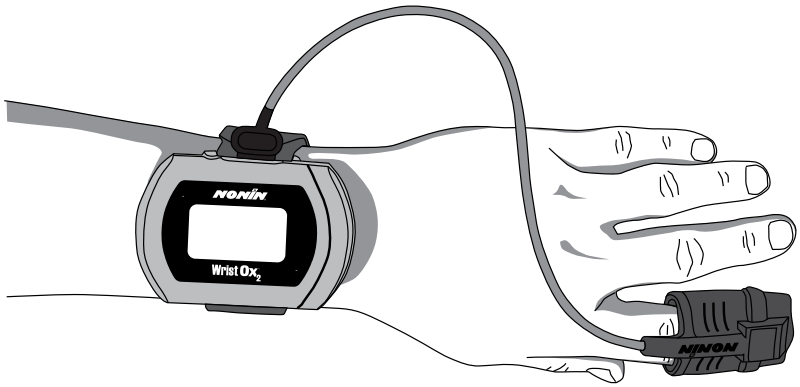

Abbildung 19: Sensor am Patienten anschließen.
7. Den Sensor am Patienten anlegen (Abbildung 19). Anweisungen zum richtigen Anlegen des Sensors sowie Vorsichts- und Warnhinweise bitte der Gebrauchsanweisung entnehmen.